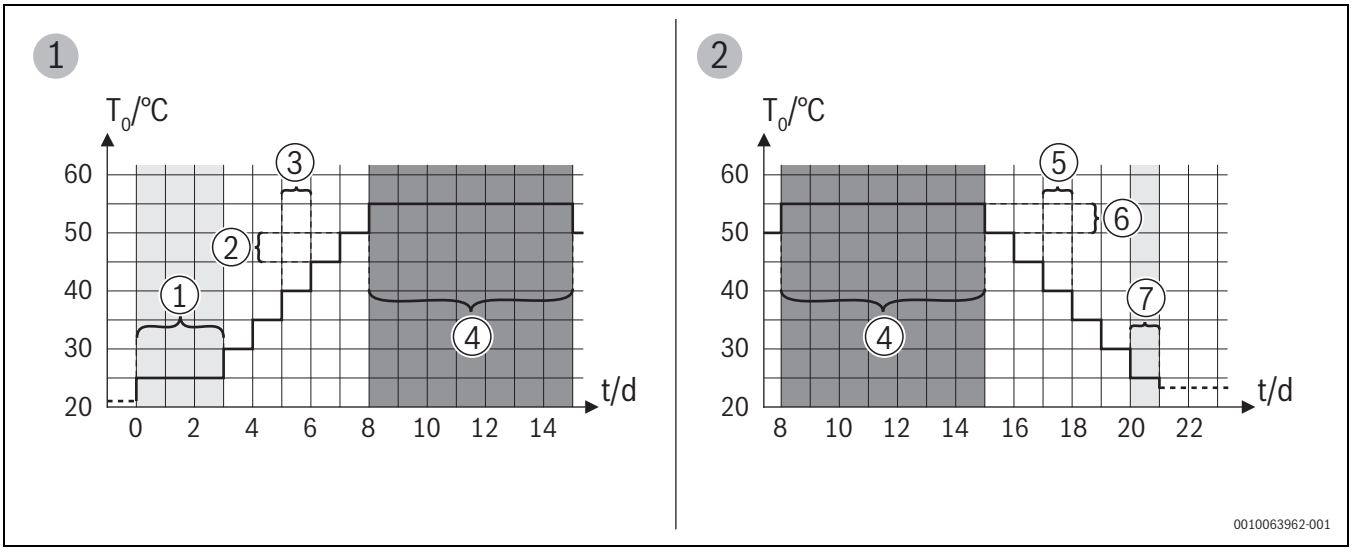

Bild 5 Ablauf der Estrichtrocknung mit den Grundeinstellungen in der Aufheiz- und Abkühlphase
• Dauer: Die ausgewählten Heizkreise sind während der Wartezeit ausgeschaltet. Der Frostschutz ist aktiv (→ Abb. 5, Zeit vor Tag 0).
Tab. 17 Einstellungen im Menü Estrichtrocknung (→ Abb. 5 zeigt die Grundeinstellung des Estrichtrocknungsprogramms)
Legende zu Abb. 5: